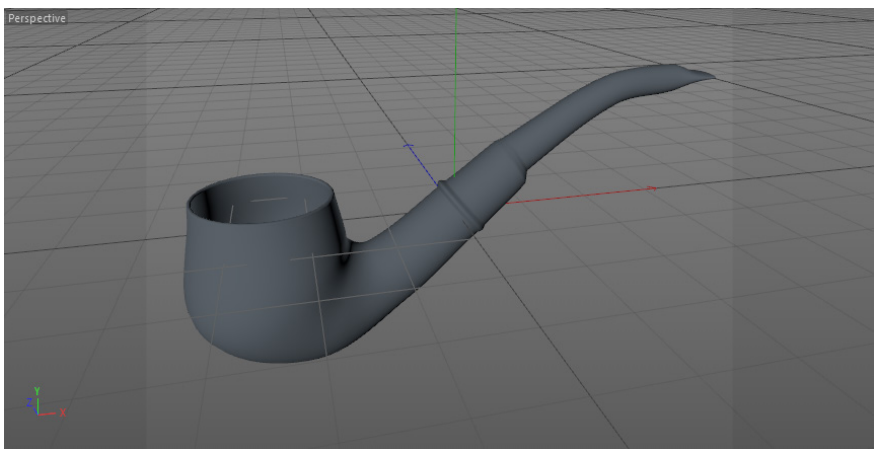

Figure 2-57 *The pipe with the fillet caps displayed*
6. In this area, clear the **Start Cap** and **End Cap** check boxes, as shown in Figure 2-57.